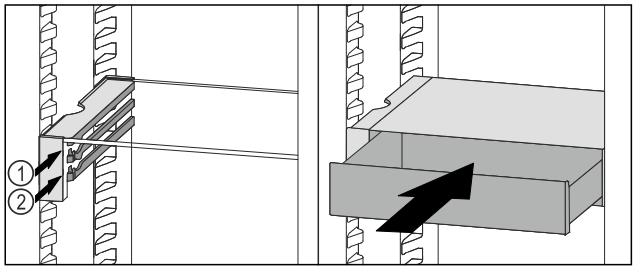

Fig. 108
▶ VarioSafe-Schubfach hinter den Stoppern auf gewünschter Rippe *Fig. 108 (1)* oder *Fig. 108 (2)* aufsetzen.